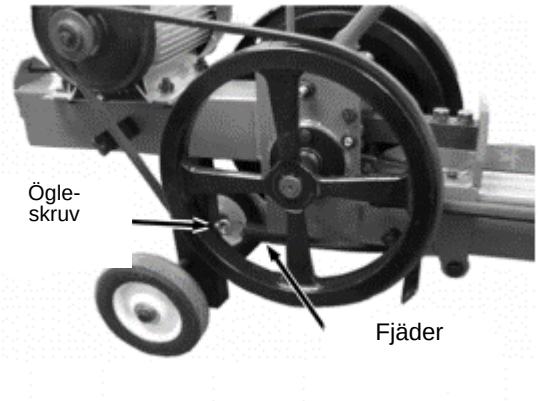

Bild 13
3. Lossa fjädern från ögleskruven (bild 13).